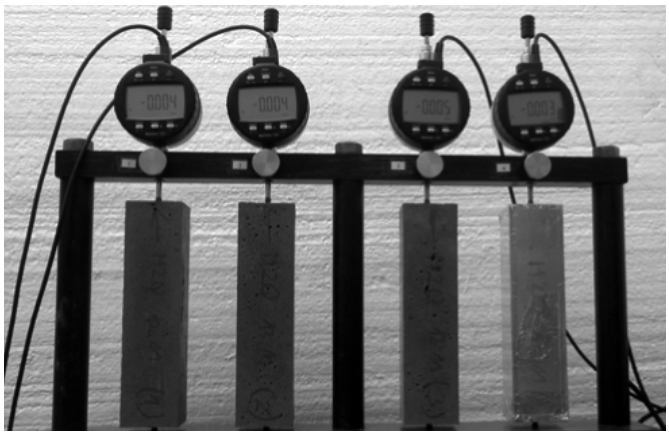

Figure 2. Equipment used for shrinkage measurements.
wetting of LWA, high shrinkage deformation can be expected. In the composite slab, concrete shrinkage deformations are constrained by the profiled steel sheet, which leads to tensile stresses in concrete. This effect is particularly pronounced at the upper chord of the profiled sheet, a region where stress concentrations from mechanical loading occur as well. To decrease the shrinkage deformations and therefore to counteract early cracking, two different shrinkage reducing admixtures (SRA) and one concrete sealant agent (SA) were used as concrete additives. Their effect on shrinkage behaviour was tested on prisms made of the reference concrete SCLC-1 using the Graf-Kaufmann method (cf. Figure 2).